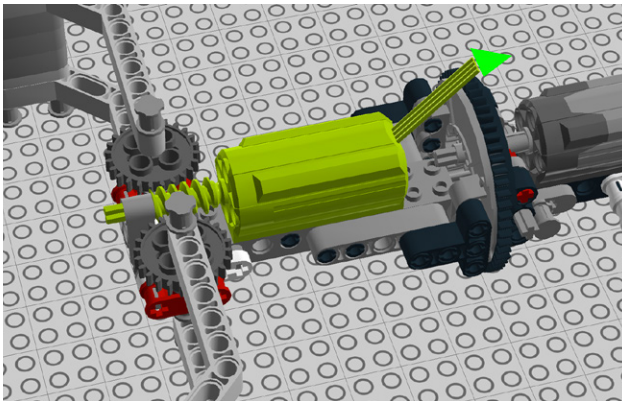

Figure 7-98. *Step 91: Attaching the motor*
91. Slide the motor's axle through the cross block's upper hole, then secure the motor to the Technic bricks' studs as shown in Figure 7-98.